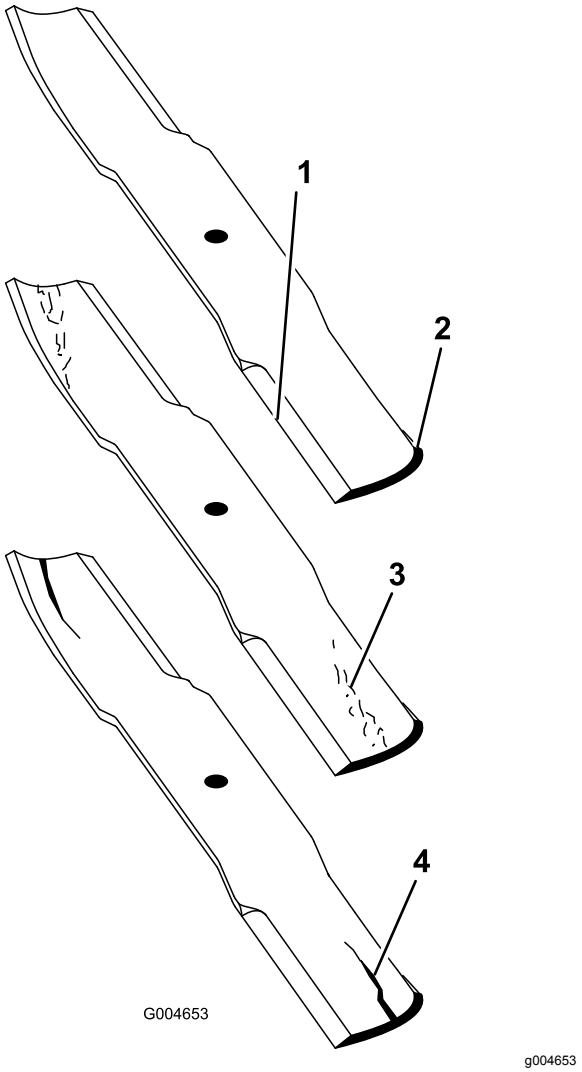

Figur 91
2. Undersøk kniveggene nøye, særlig der de flate og bøyde delene av kniven møtes (Figur 91).
Merk: Siden sand og slipende materiale kan slite på metallet mellom den flate og bøyde delen av kniven, kontrollerer du kniven før du bruker klippeenheten. Skift ut kniven hvis du oppdager slitasje (Figur 91).